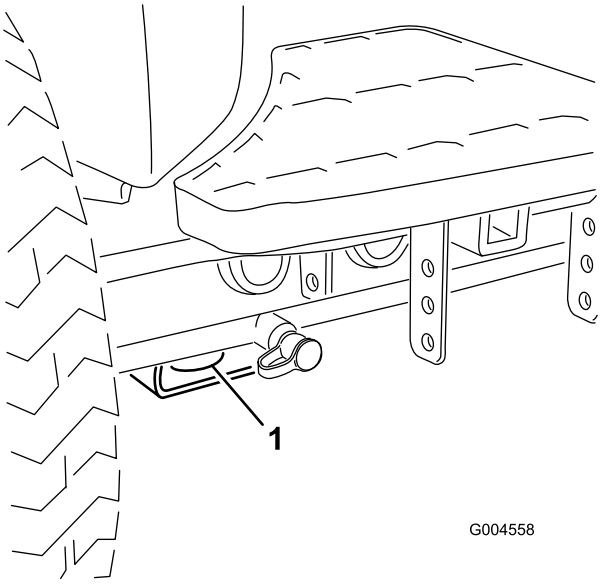
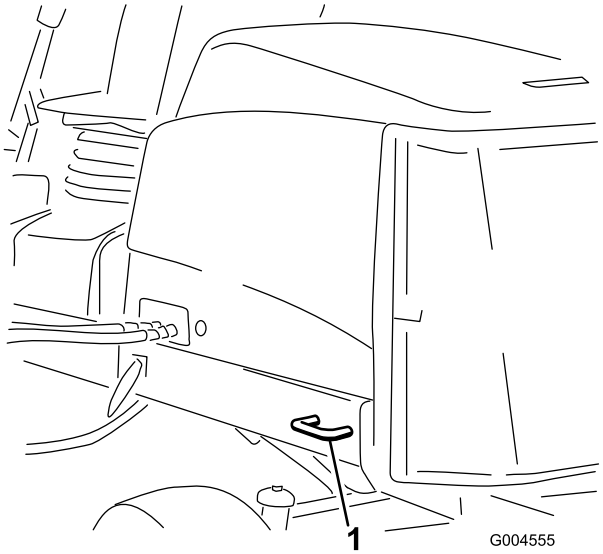

Figuur 36
Figuur 37
5. Gebruik de metalen bevestigingspunten op de machine om de machine goed te bevestigen op de aanhangwagen of de vrachtwagen met banden, kettingen, kabels of touwen (Figuur 36 en Figuur 37).
- Voor – de opening in het rechthoekige blok, onder de asbuis, aan de binnenzijde van beide voorwielen (Figuur 36)
- Achter – Beide zijden van het achterframe van de machine (Figuur 37)